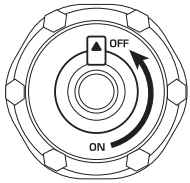

Fig. 4
6. After the generator stops, allow it to cool down and close the air vent on the fuel cap (set to «OFF», as shown in Fig. 4.